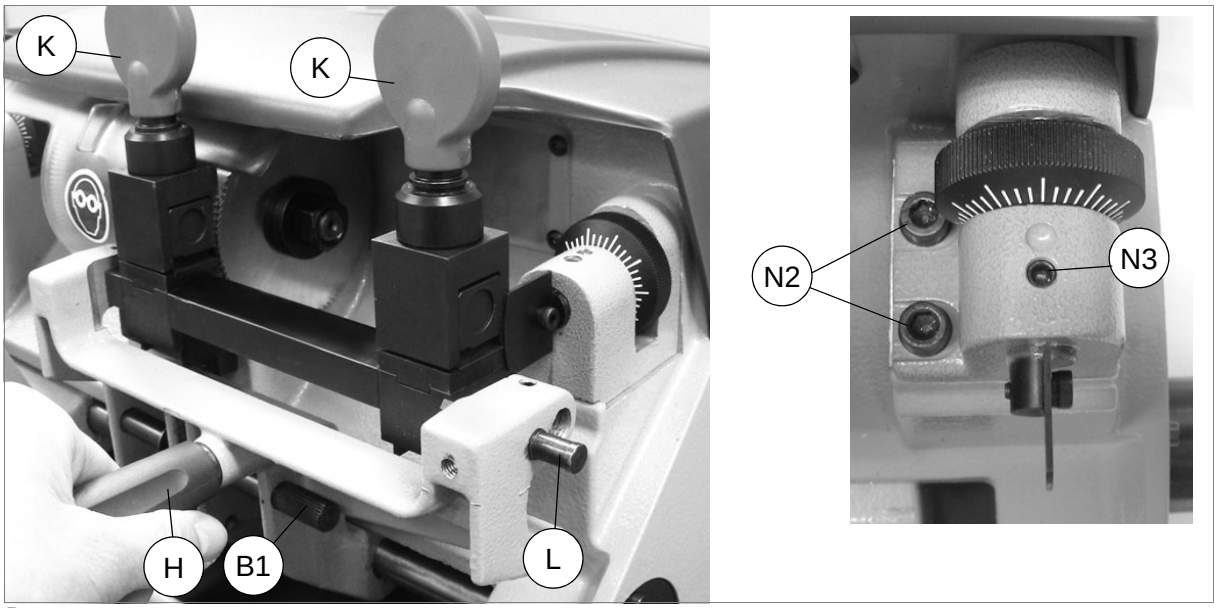

Рис. 18
3) Заблокируйте механизм наклона зажимов, вставив штифт (L) в соответствующее гнездо.
4) Закрепите 2 зажима с помощью рукояток (K).
6) Используйте для поднятия каретки рукоятку (H), поднимите правую сторону зажима до уровня левых сторон копира и фрезы (рис. 18).
7) В идеальных условиях оба инструмента (копир и фреза) находятся в контакте с соответствующей стороной зажима. Если это не так, ослабьте 2 крепежных винта копира (N2) (рис. 18) и вручную передвигайте копир (вправо или влево) до достижения идеальных условий.